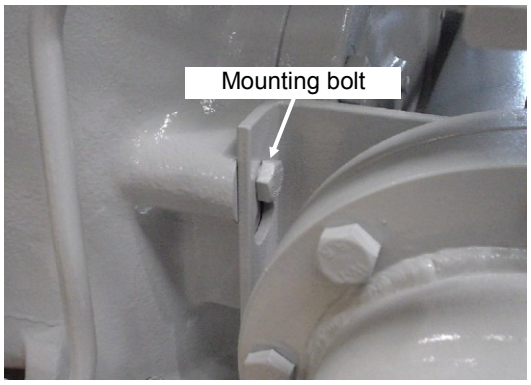

Fig. 5-18 Direct-expansion Oil Cooler
- The direct-expansion oil cooler, as shown in Fig. 5-18, is secured to the crankcase with bolts. The oil cooler is to be detached through the notch by steering clear of the bolt head if lifted and pulled toward you with the bolts on both sides (2 pcs.) loosened.